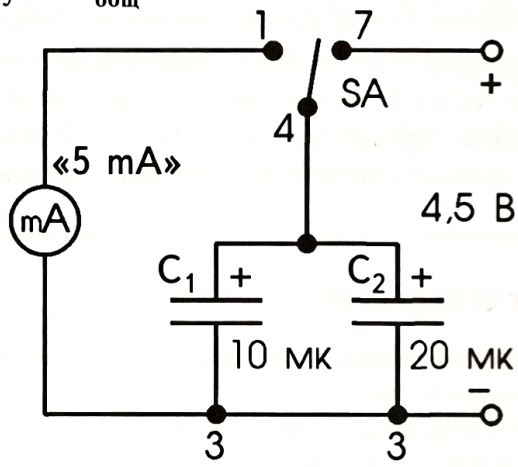

Рис. 3
1. Соберите цепь по рис. 3, где конденсаторы **C1** и **C2** соединены параллельно.